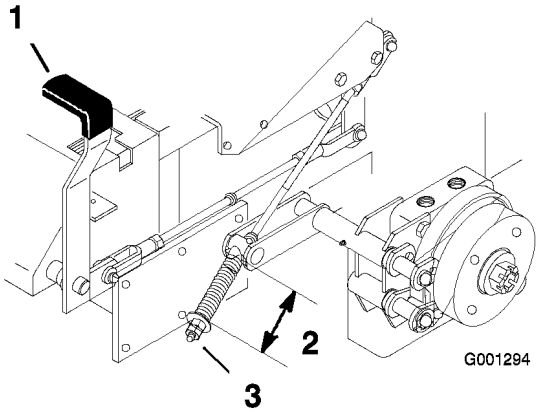

Figur 55
2. Mål fjederens længde. Der skal være 64 mm mellem skiverne (Figur 55).
3. Hvis justering er nødvendig, skal parkeringsbremsen deaktiveret, kontramøtrikken under fjederen løsnes, og møtrikken lige under fjederen spændes (Figur 55). Drej møtrikken, indtil det rigtige mål er nået. Drej møtrikken med uret for at afkorte fjederlængden, og drej mod uret for at øge fjederlængden.